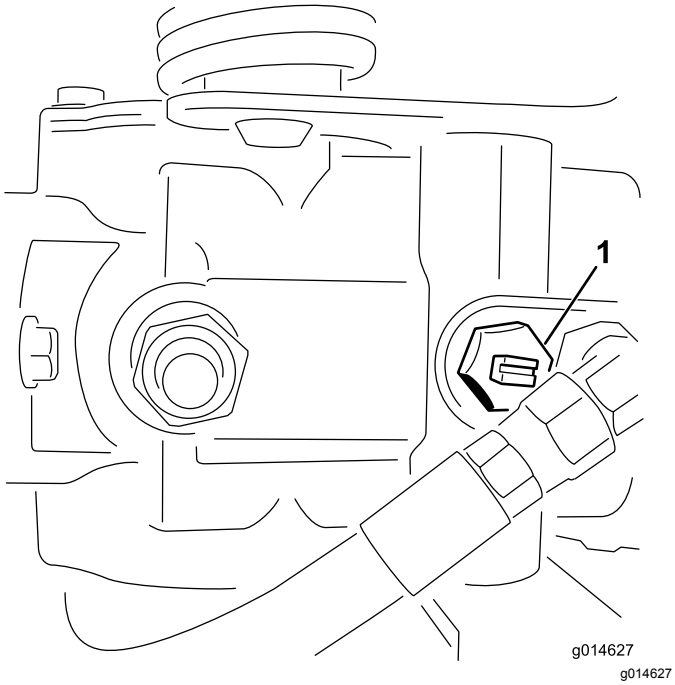

Figur 25
1. Lokalisera överströmningsventilen på pumpen och vrid den så att skåran är lodrät (Figur 25).
2. Stäng överströmningsventilen genom att vrida den så att skåran är vågrät (Figur 25) innan du startar motorn.